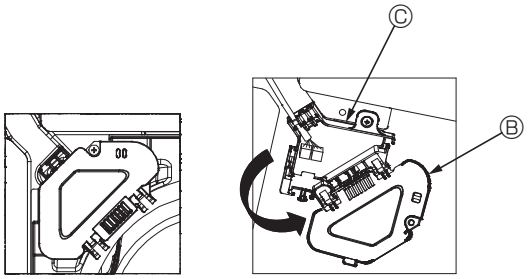

Fig. 7-5
③ Fjern den skrue, der holder el-boksens afdækning fast, og åbn afdækningen. (Fig. 7-5)
④ Placer tilslutningsledningsstikket i el-boksen.
⑤ Monter ledningsafdækningen og el-boksafdækningen.